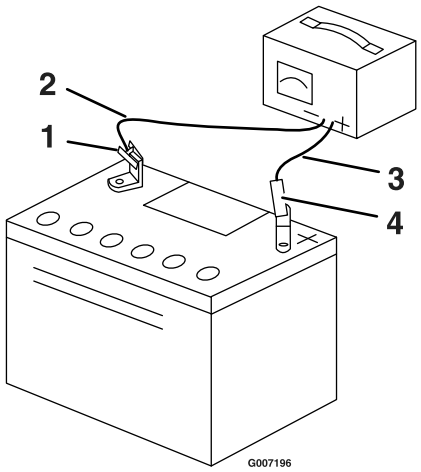

Figuur 39
4. Zodra de accu volledig is opgeladen, haalt u de acculader uit het stopcontact en maakt u vervolgens de oplaadkabels los van de accuklemmen (Figuur 39).